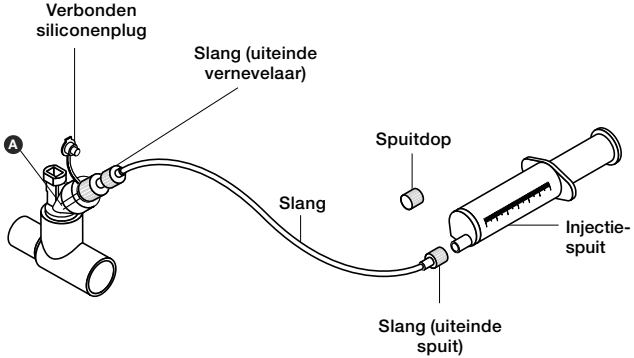

Afbeelding 17. Slangenset voor continue verneveling
7. Steek de injectiespuit met de medicatie in de spuitinfuuspomp (pomp wordt niet weergegeven in Afbeelding 17) en stel de gewenste stroomsnelheid in (raadpleeg de handleiding van de pomp of de fabrikant voor meer informatie).